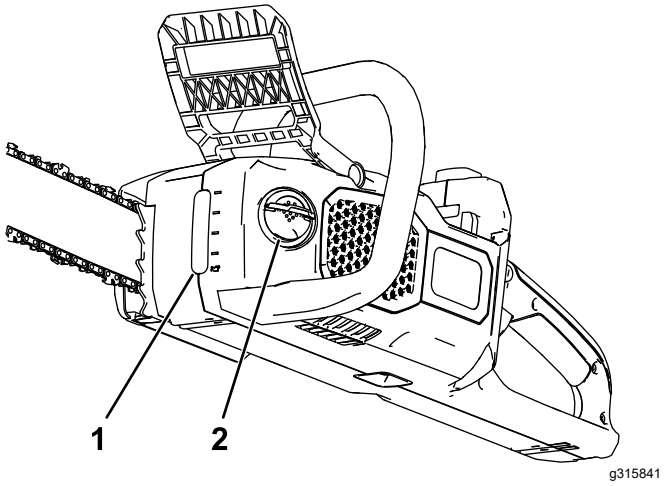

**Figuur 24**
2. Controleer het oliepeil met het peilglas. Als de olie het venster niet geheel bedekt, voeg dan kettinggeleider- en kettingolie toe naar behoefte (Figuur 24).
4. Maak de omgeving van de oliedop schoon (Figuur 24).
5. Vouw de vleugel van de oliedop uit, verwijder de oliedop, giet kettinggeleider- en kettingolie in de kettingzaag tot de tank gevuld is (Figuur 24).